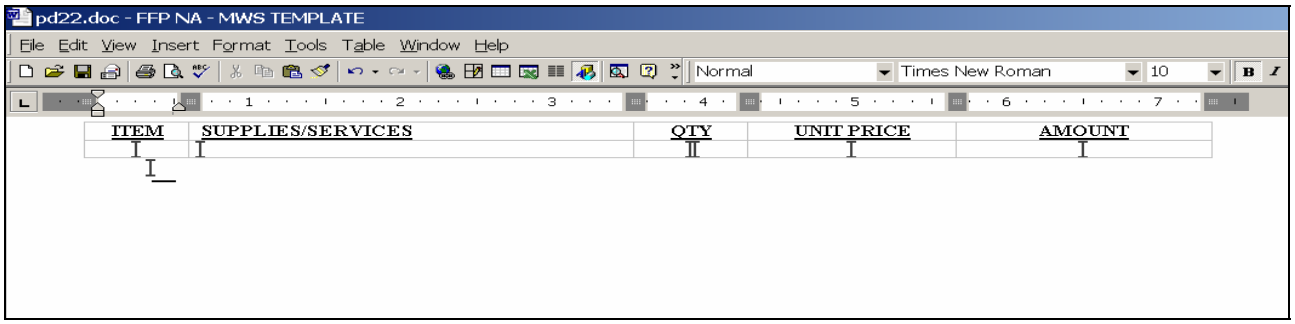

Figure 4: Screenshot - CLIN Template
A. Select "CLIN Templates" in the SA Window. See Figure 4.
A. Select "CLIN Templates" in the SA Window (Figure 4).
B. Select the "CLIN Templates" Tab (Figure 4).